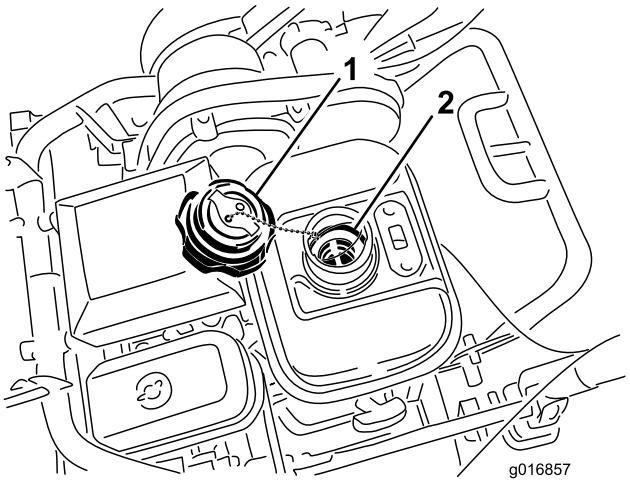

Figur 37
3. Skru brændstofdækslet af brændstoftanken, og afmonter det. (Figur 37).